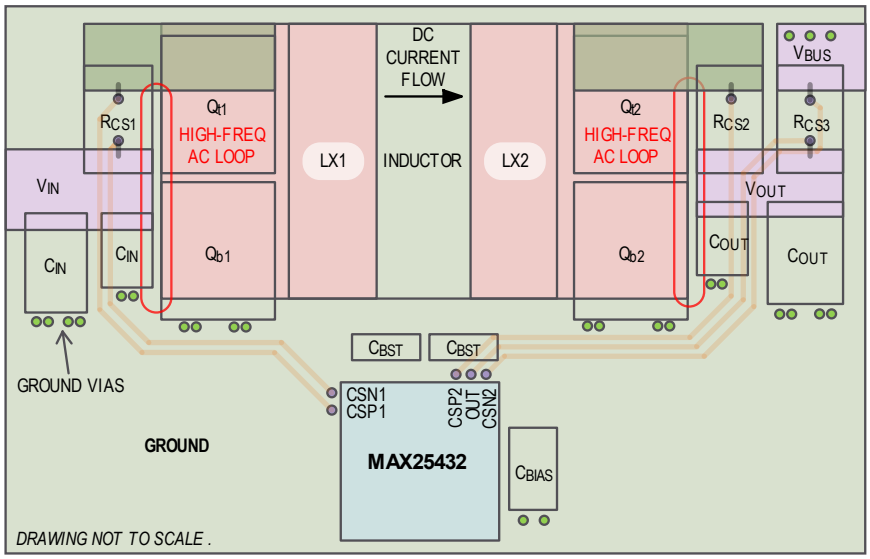

Figure 40. Recommended Buck-Boost PCB Layout
Use the following guidelines and see *Figure 40* for an optimized buck-boost layout:
- Place vias as close to the AGND pins as possible to provide a low impedance path to the ground plane underneath. *Figure 40* shows a recommended PCB layout for the buck-boost.